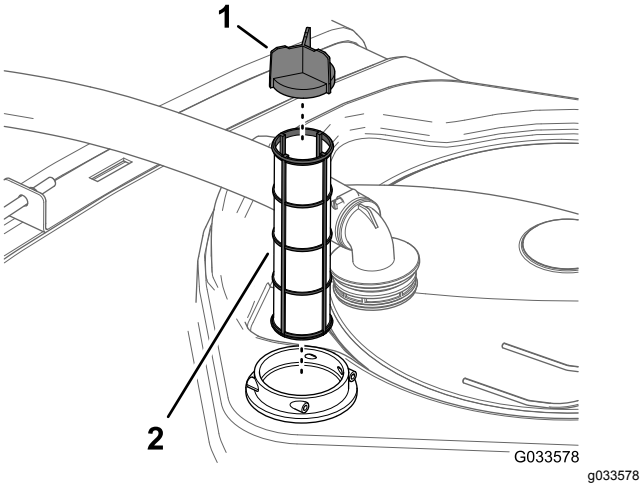

Figuur 14
4. Trek de zuigkorf uit zijn behuizing in de tank (Figuur 14).